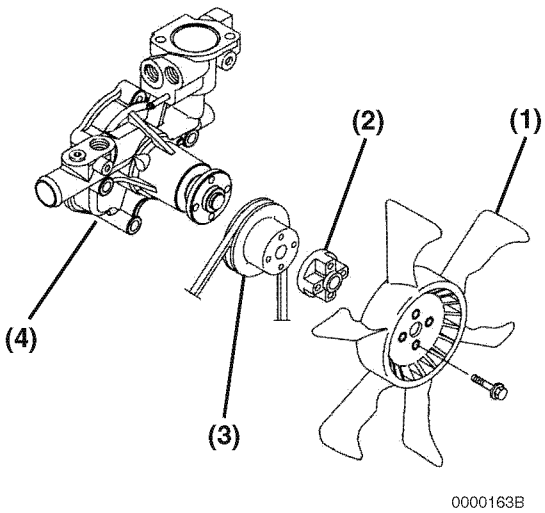

Figure 8-7
6. Remove the engine coolant fan guard (if equipped), engine coolant fan **(Figure 8-7, (1))**, spacer **(Figure 8-7, (2))** and engine coolant pump V-pulley **(Figure 8-7, (3))**.
8. Remove the engine coolant pump **(Figure 8-7, (4))**. Discard the gasket.